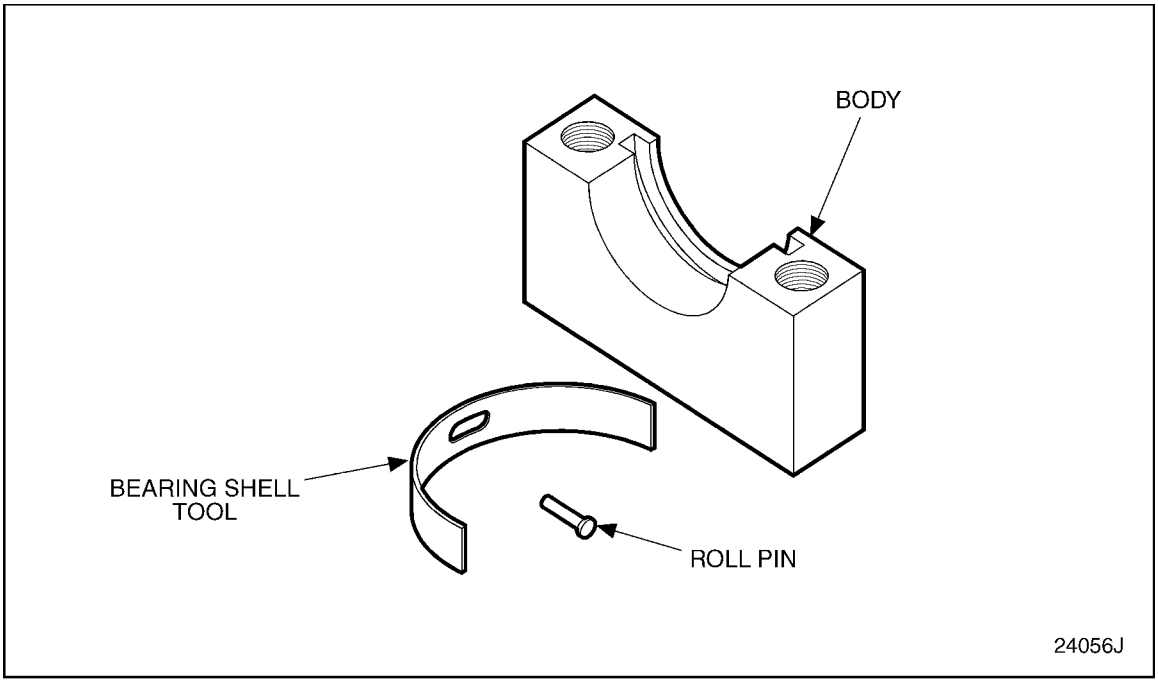

Figure 1-152 Main Bearing Shell Remover and Installer Tool Set
4. To remove the upper main bearing shells without crankshaft removal, it will be necessary to use the main bearing shell remover and installer tool set, J 36187. See Figure 1-152.